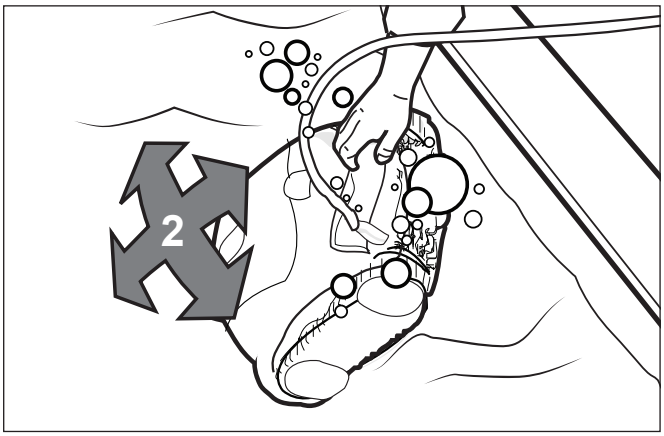

Figura 4. Sumerja el limpiador hasta el fondo de la piscina
3. Compruebe que la unidad se hunda hasta el fondo de la piscina y no flote (Figura 4).